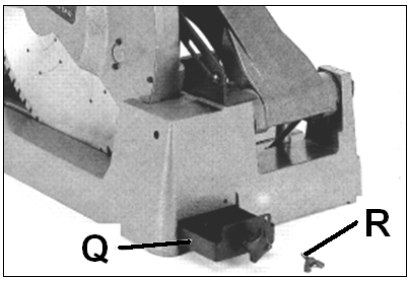

Fig 9
Lösen Sie die Schraube (R, Fig 9) und nehmen Sie den Spänebehälter (Q) zum Reinigen heraus.